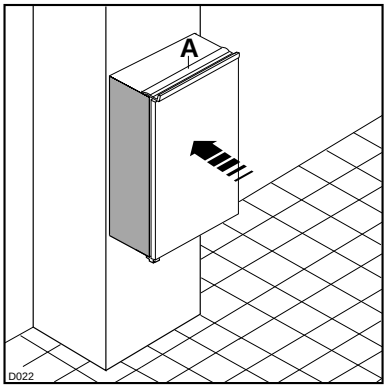

Fig. 2
Poussez à fond jusqu'au contact de la butée (A) avec le meuble (Fig. 2).